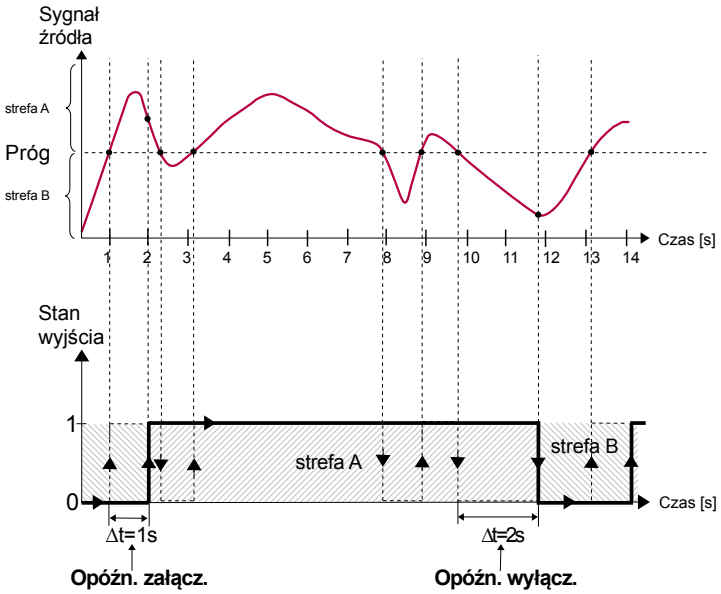

Rys. 7.97. Zasada pracy przekaźników wirtualnych dla przykładowych ustawień czasowych: ***Opóźn.załącz.****= 1 sec.,* ***Opóźn.wyłącz.****= 2 sec.*
- **Opóźn.załącz.** – jest to czas jaki musi minąć od chwili zgłoszenia zmiany stanu do czasu przełączenia się wyjścia ze stanu niskiego do stanu wysokiego (patrz **Rys. 7.97**),
- **Opóźn.wyłącz.** – jest to czas jaki musi minąć od chwili zgłoszenia zmiany stanu do czasu przełączenia się wyjścia ze stanu wysokiego do stanu niskiego (patrz **Rys. 7.97**),